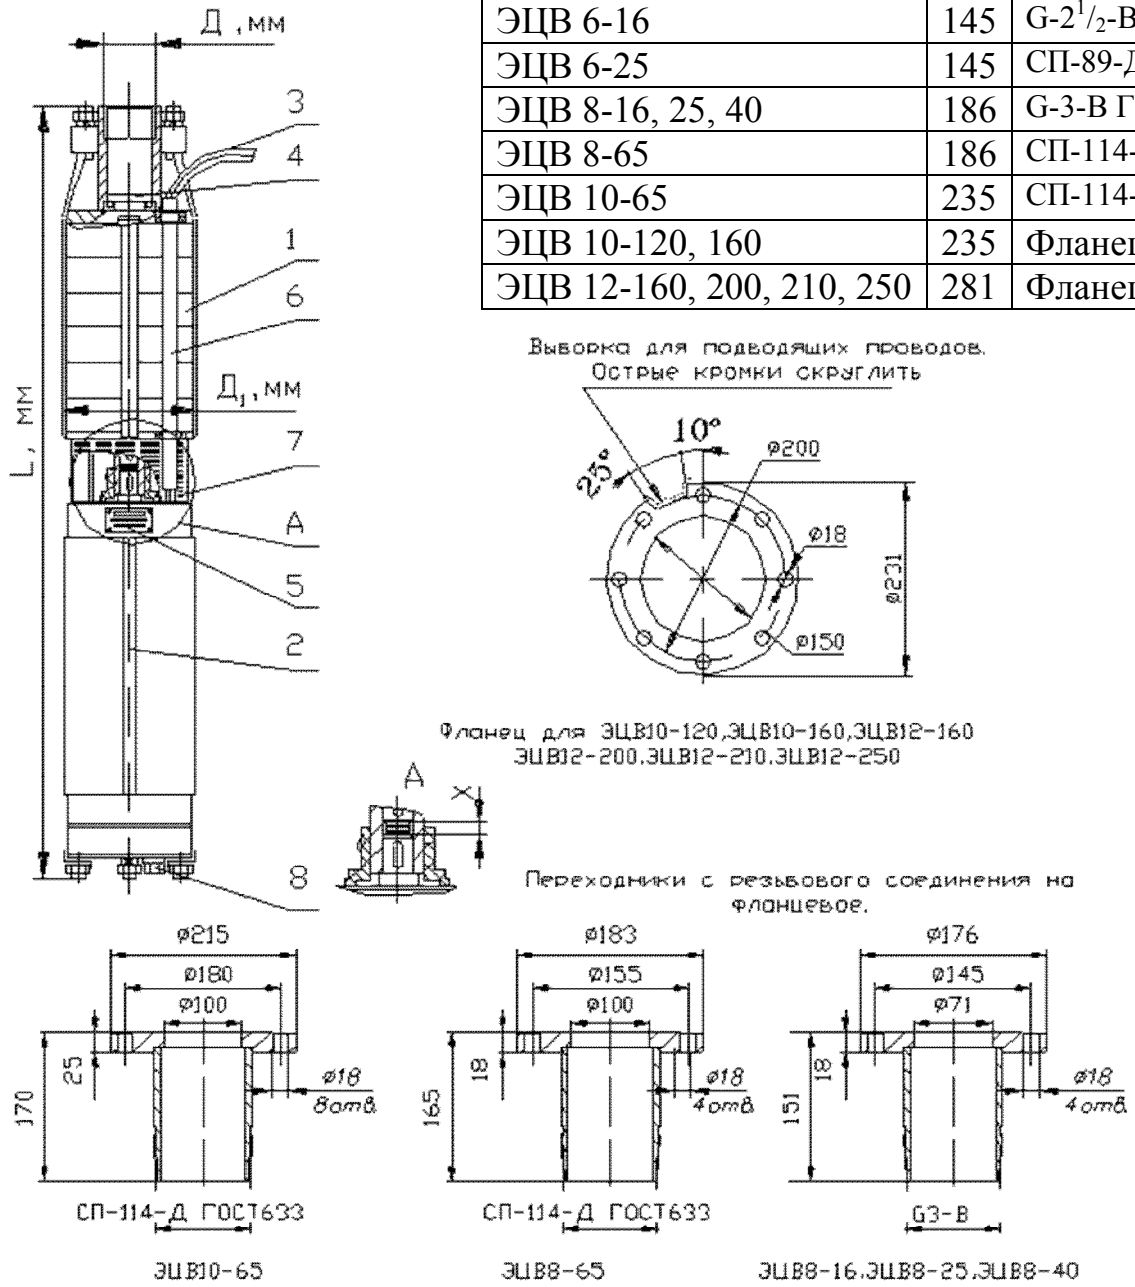

Рис.1
Электронасос ЭЦВ состоит из (см. рис.1): насосной части поз. 1; электродвигателя поз. 2; проводов токоподводящих поз. 3; клапана поз. 4; таблички поз. 5; кожуха защитного поз. 6; сетки защитной поз. 7; сетки или пробки сливной поз. 8.
Водоподъемную трубу с муфтой ввернуть в патрубок электронасоса до отказа или присоединить при помощи фланцевого соединения (см. рис.1). За отдельную плату могут поставляться переходные втулки с резьбы G2½-B на G2-B и с G3-B на G2½-B, а также переходники с резьбы на фланец (см. рис. 1). По заказам потребителя изготавливаются другие переходные втулки.
6.3.7 Для предотвращения повреждений токоподводящих проводов при монтаже электронасоса с фланцевым соединением необходимо использовать ответный фланец с выборкой (см. чертеж фланца на рис.1).
Заполнение полостей электродвигателя происходит через фильтрующую сетку поз.8 (см. рис. 1) или специальные трубки, расположенные под сеткой поз.7, при погружении электродвигателя в воду. Пробку поз. 8 перед погружением не выкручивать.
3 Придерживая вал насоса в верхнем положении (см. п. 2), установить насос на фланец электродвигателя и замерить размер “X” между концами валов (см. рис. 1).